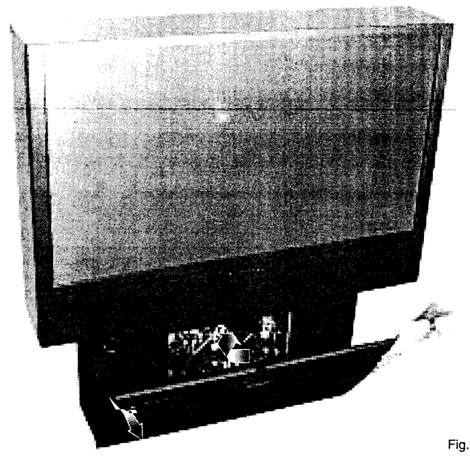

Fig.1
*- Using a suitable screwdrive push the front panel fixing button in the direction shown ( Fig 1).*
*Pour accéder aux réglages de G2 Rouge, Vert et Bleu , aux déviateurs ainsi qu'à leur aimant de réglages, appuyer en vous aidant d'un tournevis sur l'ergot de maintien du coffret de face avant dans le sens de la flèche et rabattre puis déposer le coffret (Fig.1).*
*- drücken Sie mit einem passenden Schraubendreher den Besfestigungsknopf der Frontabdeckung in die angegebene Richtung (Fig.1).*
*con un apposito cacciavite, premere i tasti di fissaggio del pannello frontale come indicato nella figura (Fig.1).*
*- Utilizando un destornillador adecuado, empujar el botón de fijación del panel frontal en el sentido indicado en la Fig.1.*